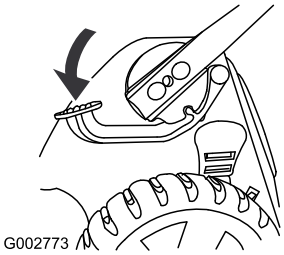

**Figur 49**
1. Trampa på fotpedalen och håll den nere (Figur 49).